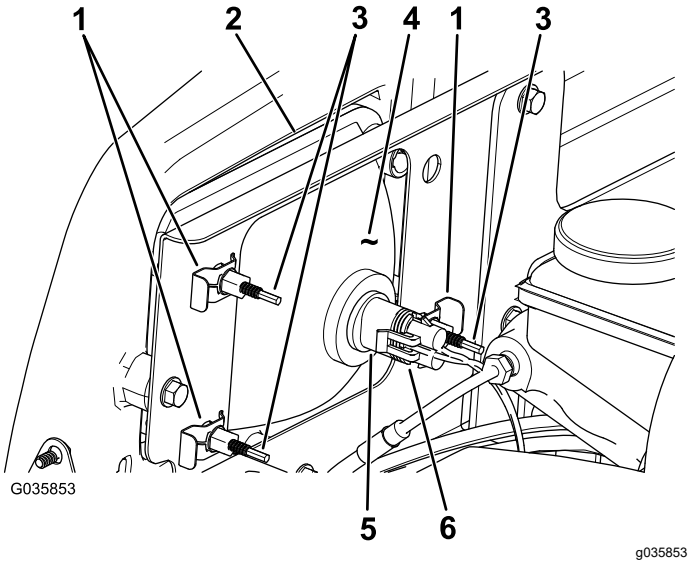

Figur 41
3. Frakoble den elektriske forbindelsen for nettet fra koblingsstykket til pæreenheten (Figur 41).
4. Fjern hurtigklemmene som fester frontlysene til frontlysbraketten (Figur 41).
5. Fjern frontlysenheten ved å flytte den fremover gjennom åpningen i fremre støtfanger (Figur 41).
6. Fest det nye frontlyset gjennom åpningen i støtfangeren (Figur 41).
8. Tilkoble den elektriske forbindelsen for nettet til koblingsstykket til pæreenheten (Figur 41).
2. På baksiden av frontlysenheten roterer du justeringsskruene (Figur 41) for å svinge frontlysenheten og stille inn posisjonen for stråleretningen.